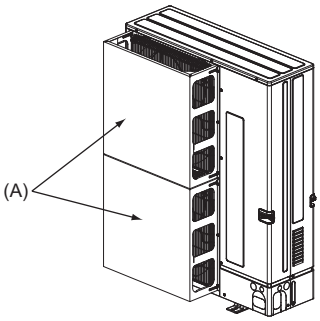

Fig. 2-5
(2) Installare una guida di protezione dell'aria opzionale se l'unità è installata in un luogo in cui forti venti provenienti da un tifone, ecc. possono entrare direttamente nell'uscita dell'aria. (Fig. 2-5)